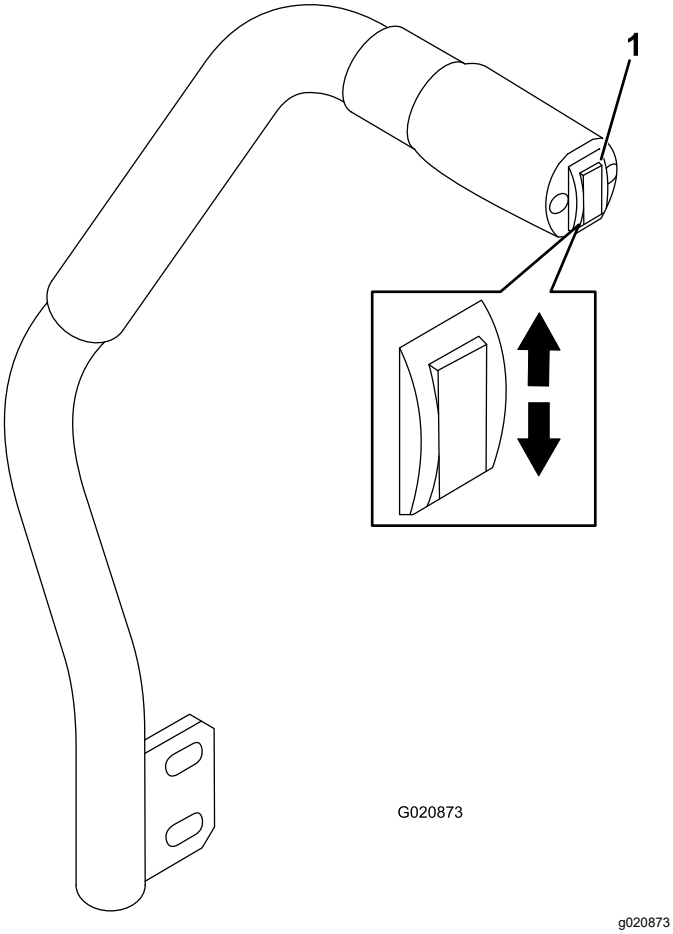

Figur 23
Med brytaren för däcklyft höjer och sänker du klippenheten (Figur 23). Motorn måste vara igång för att du ska kunna använda denna spak.
- Sänk klippenheten genom att föra däcklyftsbrytaren framåt (Figur 23).
- Höj gräsklippardäcket genom att trycka däcklyftsbrytaren uppåt (Figur 23).
1. För tillbaka brytaren för däcklyft medan motorn är igång tills klippenheten är helt upphöjd och **släpp omedelbart brytaren** (Figur 23).